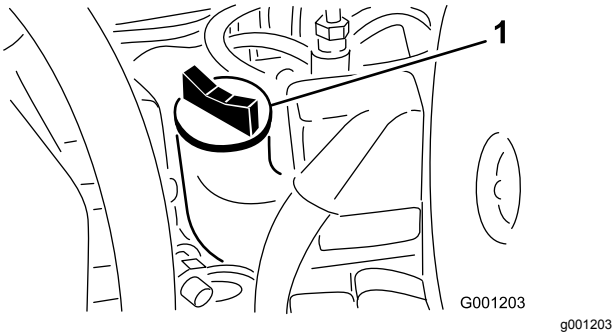

**Figur 48**
4. Hvis olieniveauet er under FULL-mærket, skal du fjerne påfyldningsdækslet (Figur 48) og fylde olie på, indtil niveauet når FULL-mærket. **Fyld ikke for meget på.**.